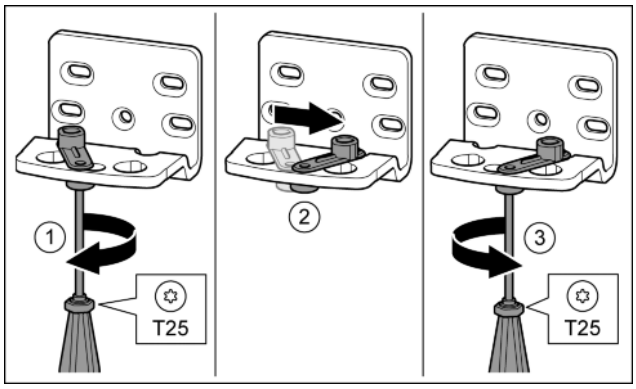

*Fig. 16**
- ▶ Visser la vis sans serrer avec un tournevis T25.* *Fig. 16 (1)*
- ▶ Soulever le ressort de fermeture et le tourner de 90° à droite dans l'alésage.* *Fig. 16 (2)*
- ▶ Serrer la vis avec un tournevis T25.* *Fig. 16 (3)*